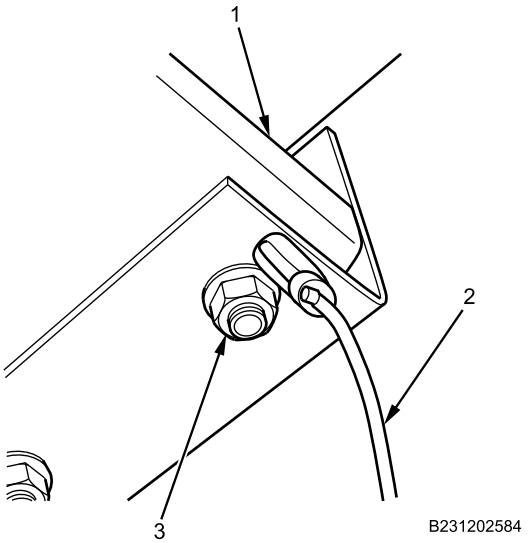

Figure 3. Secondary Tank Air Drain Cable.
6. Remove air drain cable nut (Figure 3, Item 3) and air drain cable (Figure 3, Item 2) from bolt in battery box tray (Figure 3, Item 1).